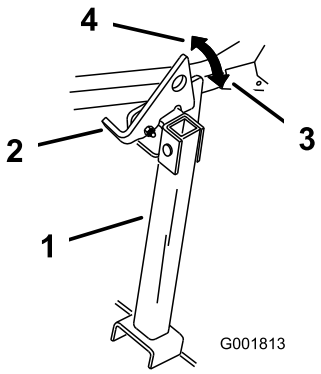

Figur 42
2. Hev spaken til ulåst stilling (Figur 42).